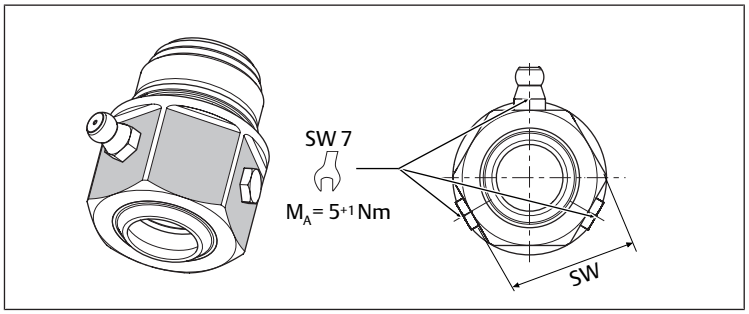

Abb. 10: Ø 32 -125 mm | Schmiereinheit
- Schrauben Sie ihn ggf. mit einem geeigneten Werkzeug heraus (siehe → Abb. 10) und positionieren ihn an einer der anderen 2 Positionen (1 A – C), um einen optimalen Einsatz zu gewährleisten.